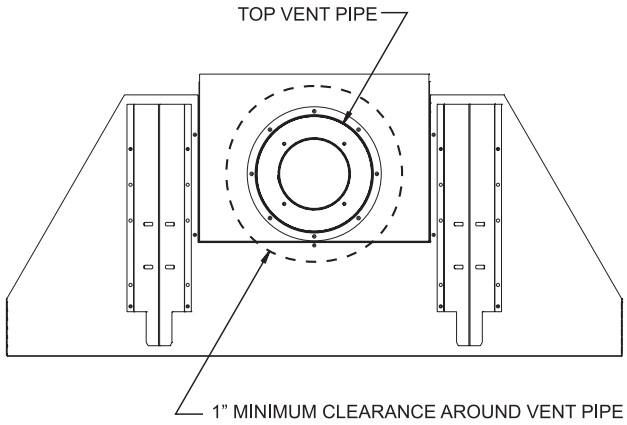
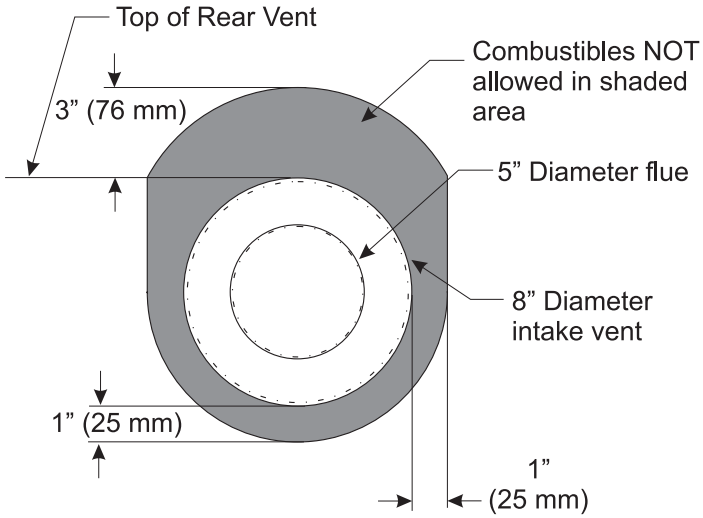

**Figure 11 - Top Vent**
**Figure 12 - Rear Vent**
**Note:** Maintain one inch of clearance around top vent pipe. **See Figure 11.** For rear vent, maintain a minimum 1" clearance to the bottom and sides of the vent, and 3" clearance to combustibles above the vent pipe. **See Figure 12.**